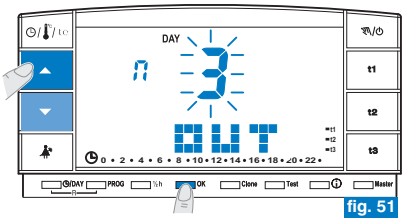

fig. 51
- En la pantalla aparece el mes actual parpadeando. Con las teclas ▲▼ configurar el mes en el que se desea activar el programa Holiday (salir de la vivienda); confirmar pulsando la tecla **OK** (fig. 51).